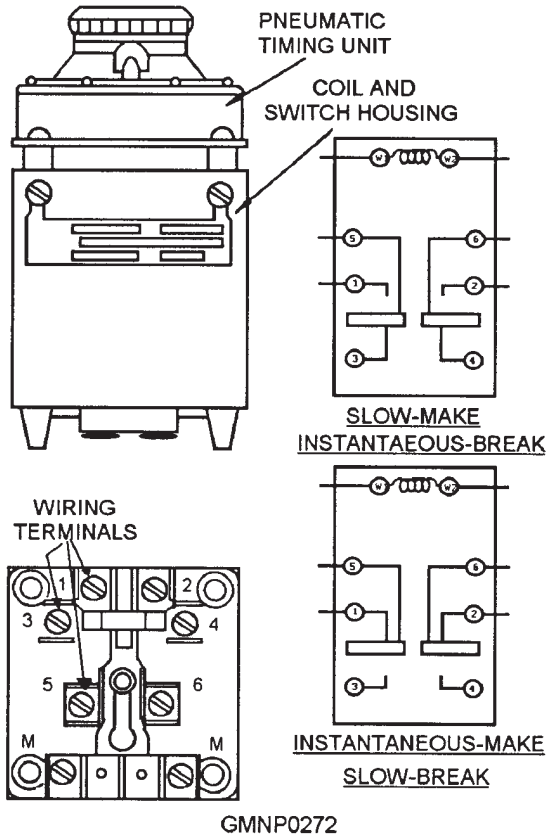

**Figure 5-10.—Time-delay relay.**
**Time-Delay Relays**.—Time-delay relays (fig. 5-10) impose controlled time lapses into electric circuits. The relays consist of pneumatic timing units, coils and switch housings, and wiring terminals. When the coil energizes, the coil plunger acts on the diaphragm in the pneumatic timing unit. Because the relay contacts cannot make (or break) until the air escapes from the diaphragm through an adjustable orifice, the size of the orifice determines the delaying interval. The gun mounts use two types of time-delay relays: slow-make instantaneous-break (SMIB) and instantaneous-make slow-break (IMSB).